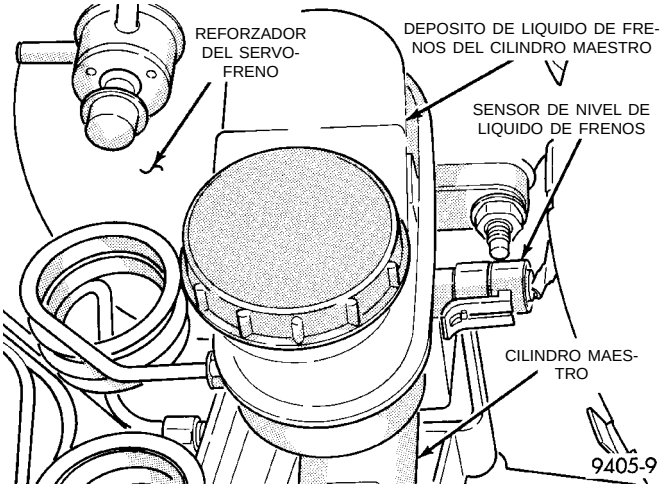

Fig. 112 Sensor de nivel de líquido del cilindro maestro
(1) En los vehículos que tienen instalado el sistema ABS, con el motor apagado, bombee el pedal de freno hasta que esté firme (4-5 golpes).
(2) Retire el conector del mazo de cableado del vehículo del sensor de nivel de líquido de frenos, situado en el depósito de líquido de frenos del cilindro maestro (Fig. 112).